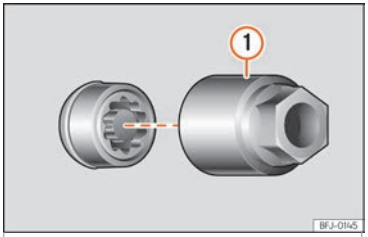

Fig. 35 Anti-theft wheel bolt with cap and adapter.
- Insert the special adapter ››› Fig. 35 ① (vehicle tools ››› page 40) onto the anti-theft wheel bolt and push it on as far as it will go.